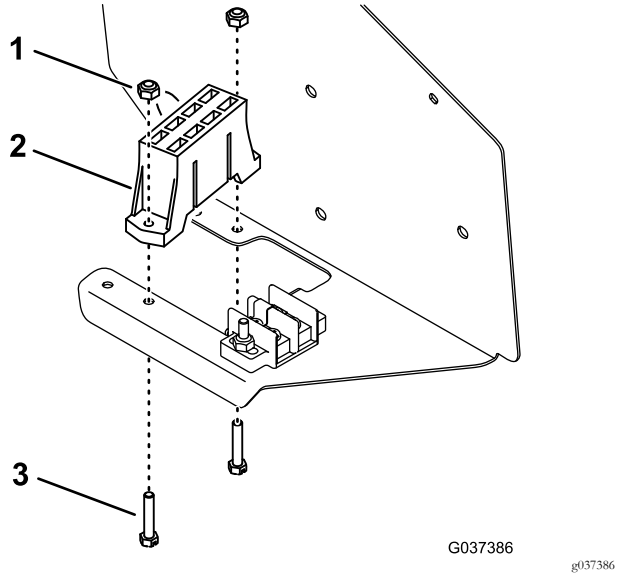

Figura 9
5. Montate il portafusibili sulla parte inferiore del gruppo del pannello di controllo, accanto al portafusibili esistente, con 2 viti e 2 dadi di bloccaggio (Figura 9).
Nota: Montate le viti da sotto il quadro, come illustrato in Figura 9.